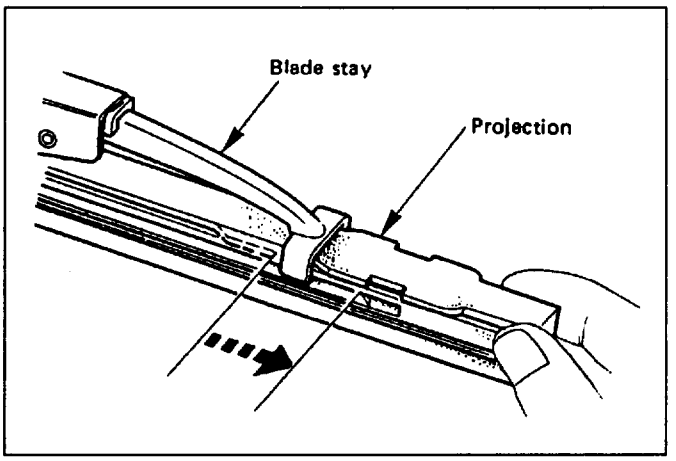

Fig. 8-279
- Pull the rubber out in the same direction. (Fig. 8-279)